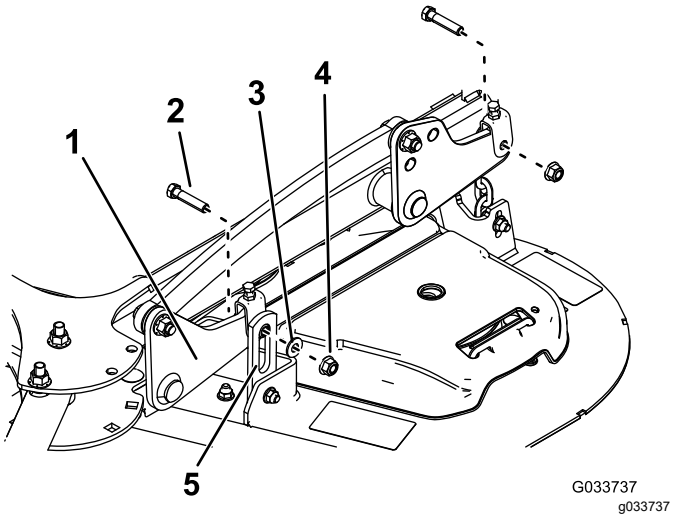
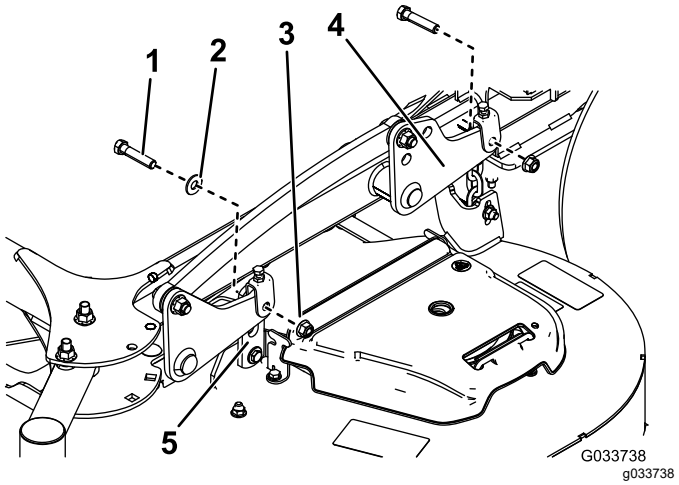

Figura 87
Figura 88
5. Retire los 2 pernos, las 2 tuercas y la arandela que conectan los ganchos de la carcasa de corte con las placas de elevación para ambos lados de la carcasa de corte (Figura 87 y Figura 88).
Nota: Coloque los soportes de ganchos delanteros del exterior de los brazos de elevación delanteros para carcasas de 132 cm (52") (Figura 87). Coloque los soportes de ganchos delanteros del interior de los brazos de elevación delanteros para carcasas de 152 cm (60") (Figura 88).